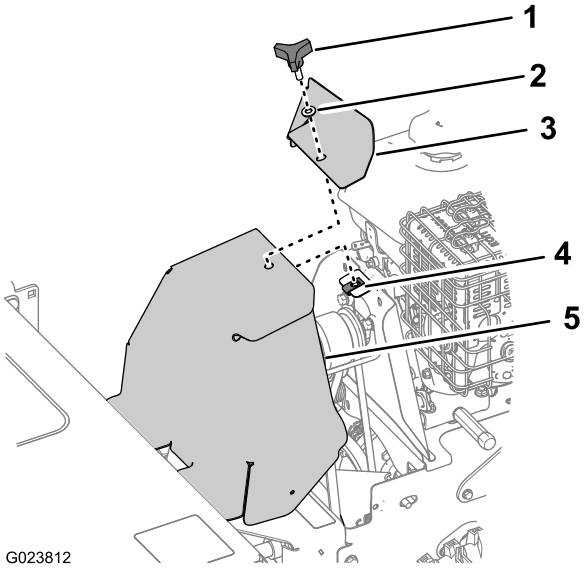

Figuur 38
1. Verwijder de knop en onderlegring waarmee de kappen van de aandrijfriem en de motor op de machine zijn bevestigd (Figuur 38).
3. Plaats de kappen van de aandrijfriem en de motor over de machine en de plaatmoer (Figuur 38).
4. Zet de kappen van de aandrijfriem en de motor op de machine vast met de knop en onderlegring (Figuur 38).